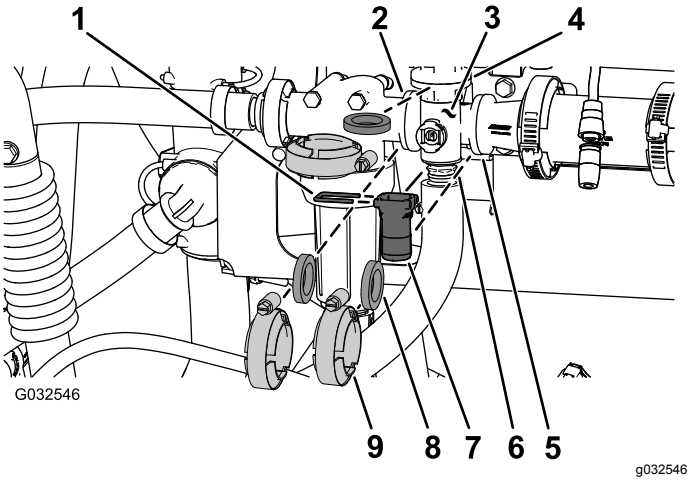

Figur 106
1. Ta bort klämmorna och packningarna som fäster omrörningsventilens grenrör vid omrörningsöverströmningsventilen, tryckfilterhuvudet, reducerkopplingen och adapterkopplingen (omrörningens spjällventil) enligt Figur 106.